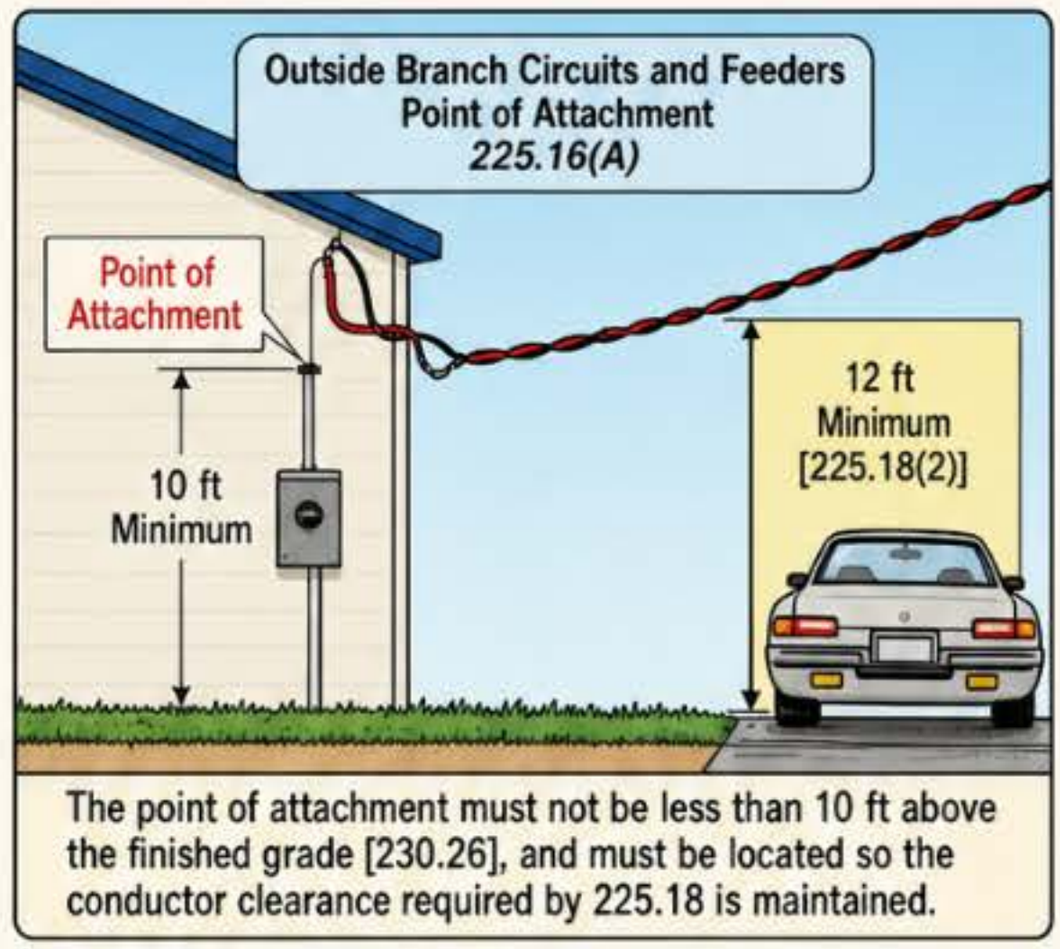

Figure 225-4
(A) Point of Attachment. The point of attachment for overhead conductors must not be less than 10 ft above the finished grade [230.26]. ▸ *Figure 225-4*